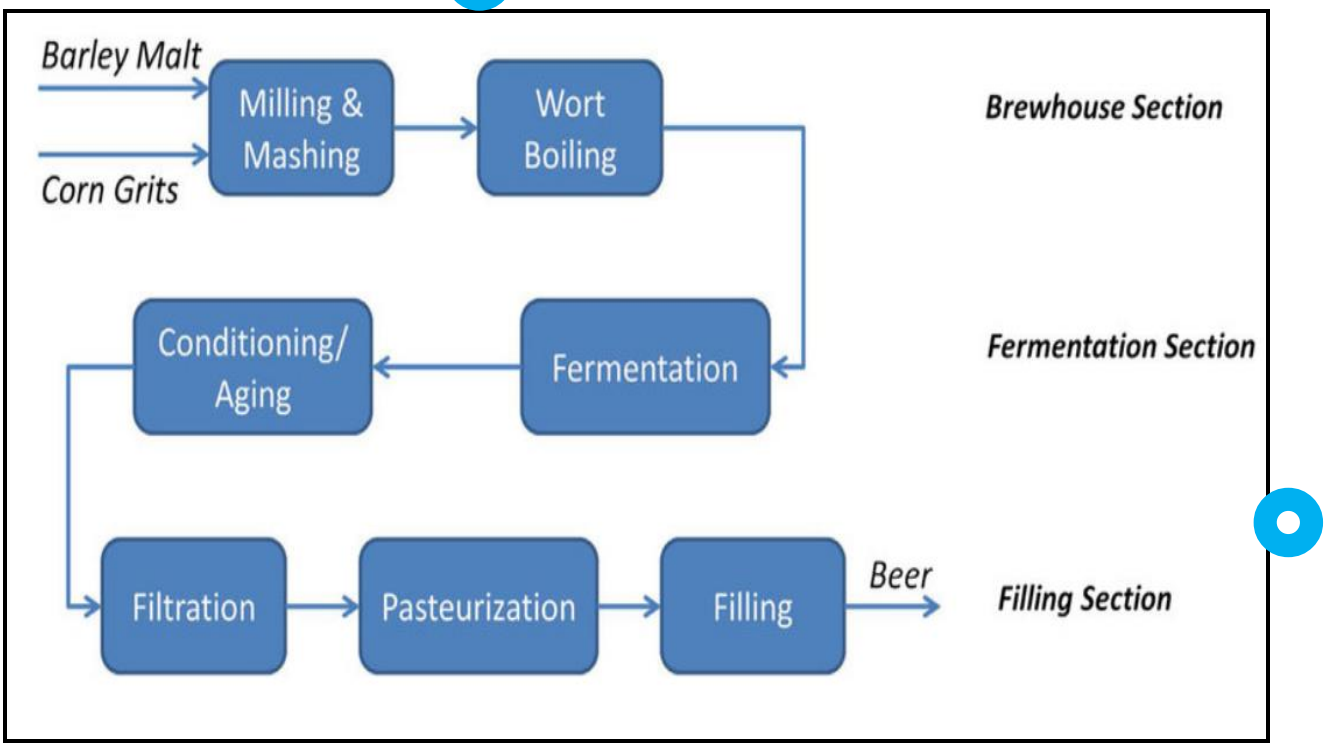

FIGURE 3
FIGURE 3 shows the block diagram of the brewery process making use of the SCADA system.
3.3 Explain what relevant safety you would employ for the brewing process shown in FIGURE 3. (6 × 1) (6)